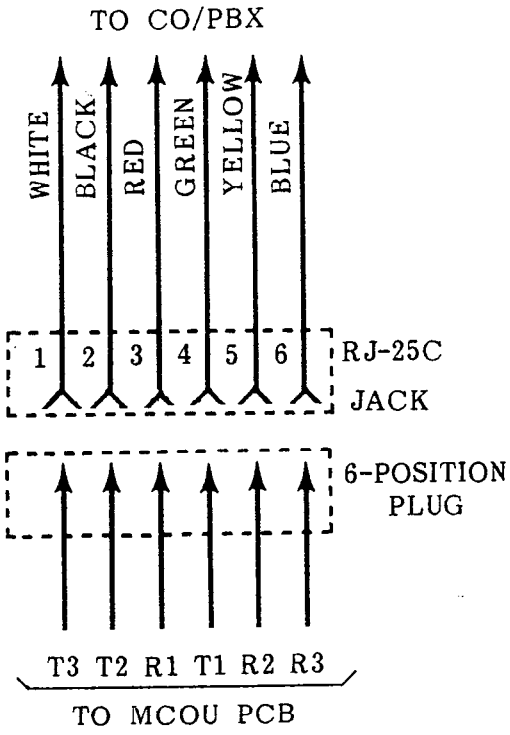

FIGURE 24—RJ25C WIRING
08.41 The CO/PBX lines are introduced into the STRATA system via 6-wire modular line cords (no longer than 25 ft.) connected directly to a jack on the MCOU PCB. Each modular cord contains three lines. The opposite end of each cord then terminates directly into an RJ-25C jack (Figure 24).